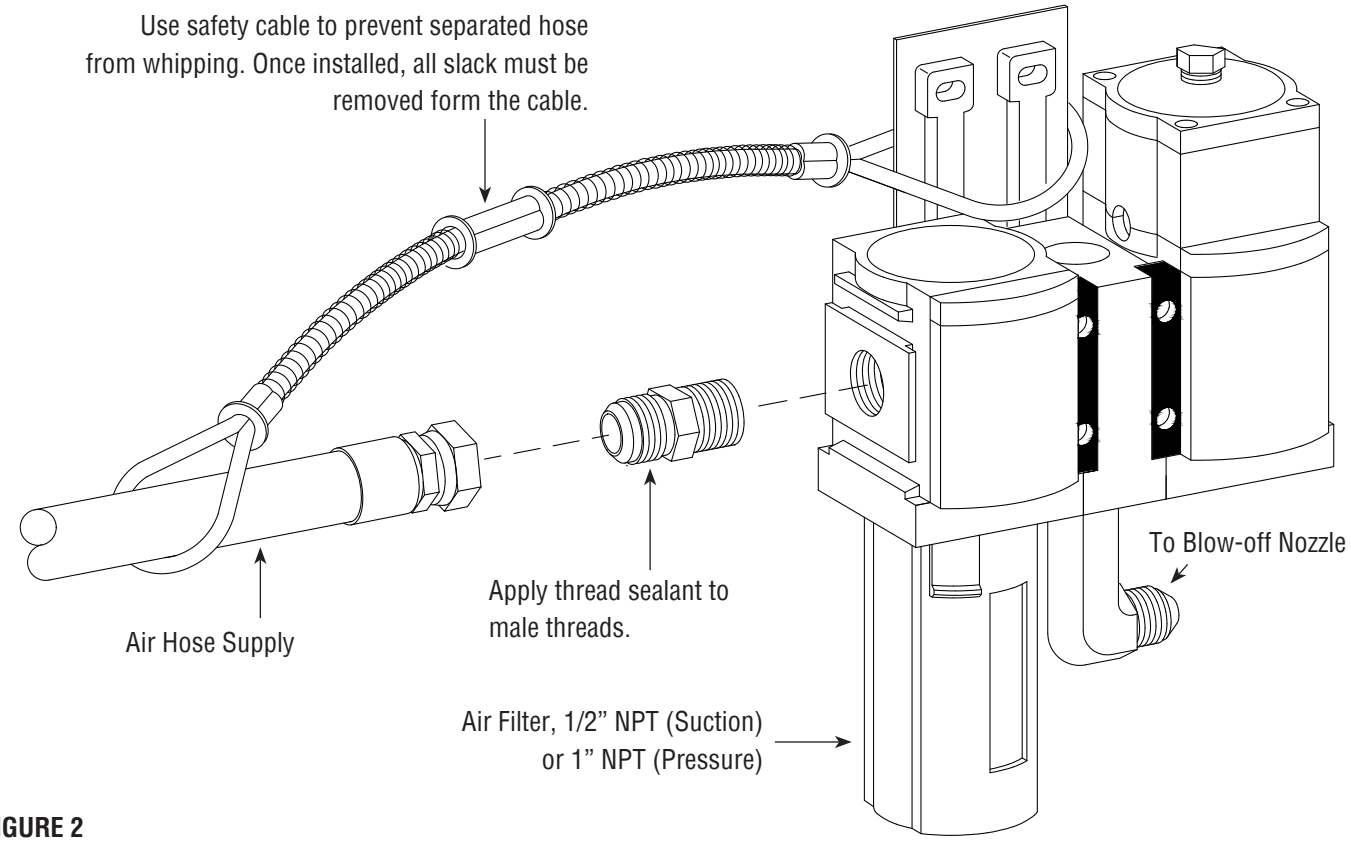

FIGURE 2
connected to the auxiliary-air port on the reclaim plumbing, as shown in **Figure 2**.
2.3.1 | Apply thread sealant and install a compatible fitting to the 1/2-NPT air filter under the hopper (**Figure 2**).
2.4.1 | Apply thread sealant to the male threads of an air fitting that is compatible with the air-supply hose fitting, and install it onto the 1”-NPT air filter located at the blast machine inlet, as shown in **Figure 2**. Note that the style of connection shown in **Figure 2** is for reference only.